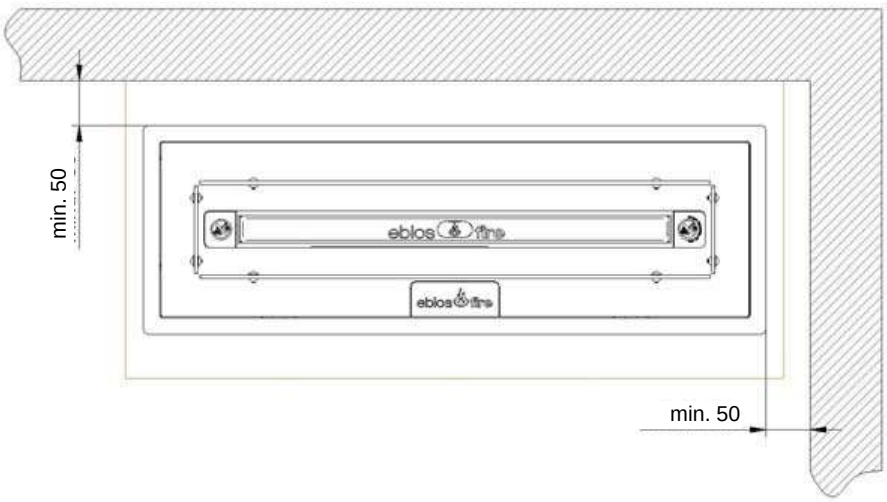

Rys. 13 Minimalne odstępy od ściany
- Przy ustawianiu indywidualnie zaprojektowanego mebla przy ścianie należy zachować **50 mm** minimalnego odstępu od ściany z tyłu i z boku. Punktem odniesienia jest rama montażowa obudowy Quadra Inside (patrz rys. 13 – 24).